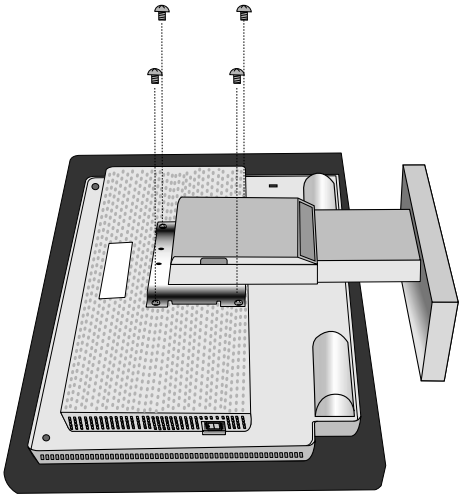

Abbildung R.3
5. Entfernen Sie die 4 Schrauben, mit denen der Fuß am Monitor befestigt ist, und heben Sie den Fuß ab (**Abbildung R.3**). Der Monitor kann jetzt auf andere Art montiert werden.